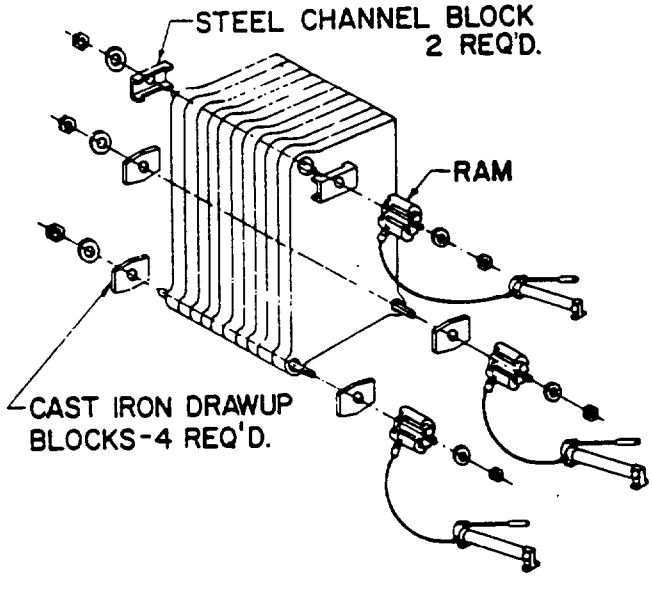

FIGURE 14 - HYDRAULIC DRAW-UP OF SECTIONS
5. Use two steel channel blocks for the upper rod, which is inserted through the upper tappings and nipple ports. See Figure 14.